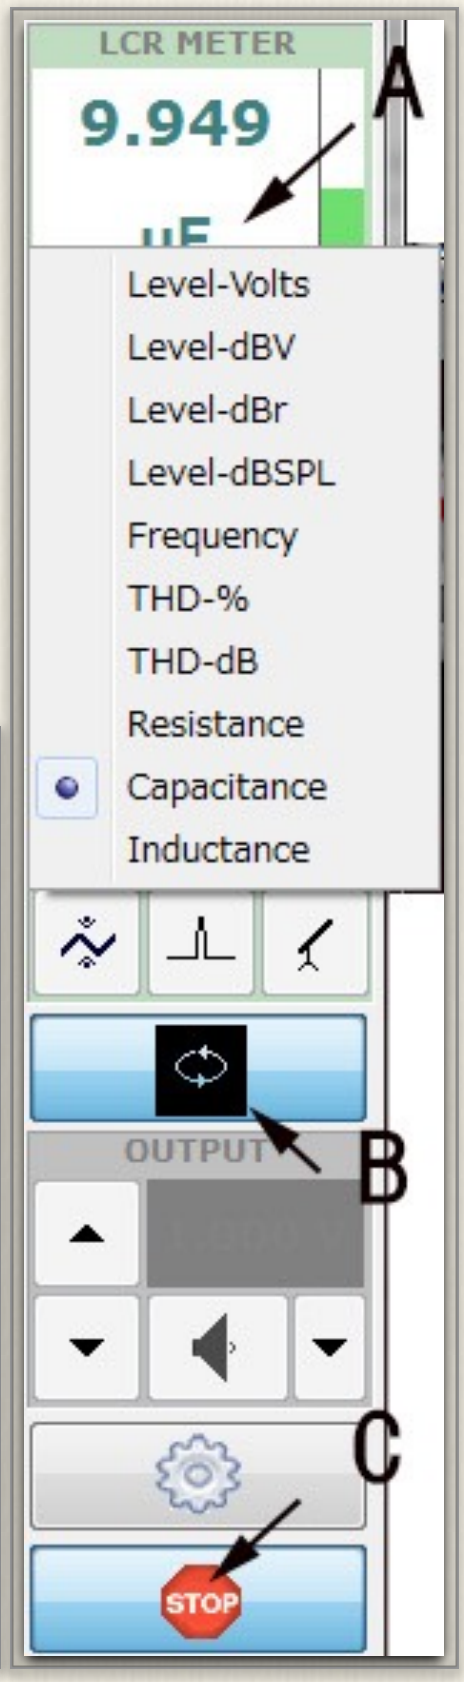

図3-4 サイドバー
① 被測定コンデンサーを、付属のメーブルを使ってCP-1の出力に接続する
② サイドバーの矢印A測定単位（uF）をクリックし、図3-4のようにプルダウンメニューを開く
③ コンデンサー容量の測定なので、「Capacitance」を選択する
④ 矢印Bループバックをセットする
⑤ スタートして「LogChirp」測定する
⑥ サイドバー上部に測定値が表示される
インピーダンス表示は図3-4のグラフ画面に表示されます。ここでカーソルをマウスで移動して矢印Dのところがピークであることがわかります。図3-3設定画面の「Phase」にチェックすることで、位相特性を表示できます。